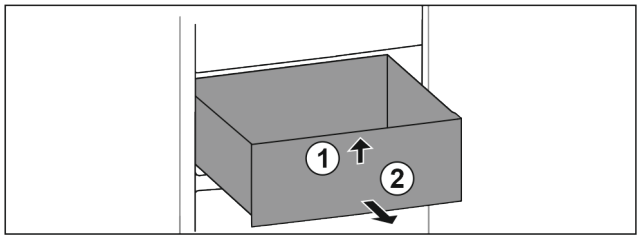

*Fig. 113*
- ▶ Nadzvedněte zásuvku vpředu. *Fig. 113 (1)*
- ▶ Vyjměte zásuvku dopředu. *Fig. 113 (2)*